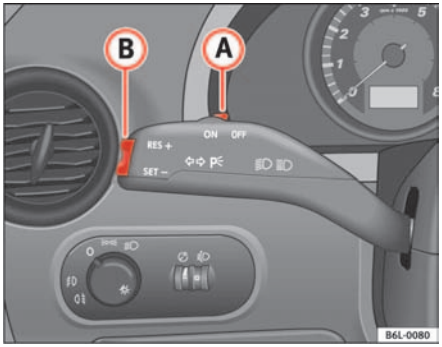

Fig. 99 Turn signal and main beam lever: switch and rocker switch for CCS
– Press the lower part **SET** of the rocker switch ⇒ fig. 99 (A) once briefly when you have reached the speed you wish to set.